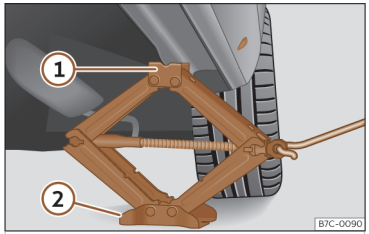

Fig. 230 Larguero: colocación del gato del vehículo.
- Gire la manivela del gato, situado bajo el punto de apoyo del larguero, para elevarlo hasta que la pestaña ① ››› **fig. 230** quede situada bajo el alojamiento previsto.
- Alinee el gato de modo que la pestaña ① "agarre" en el alojamiento previsto del larguero y la placa base móvil ② quede apoyada en el suelo. La placa base ② debe caer en la vertical respecto al punto de apoyo ①.